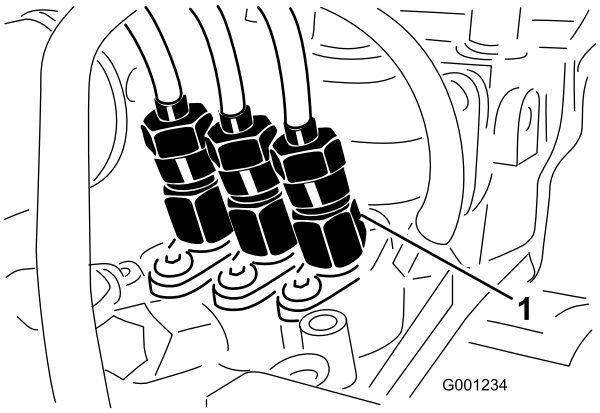

Figur 55
1. Løsne rørmutteren til injektormunnstykke nummer 1 og holderen ved innsprøytingspumpen (Figur 55).